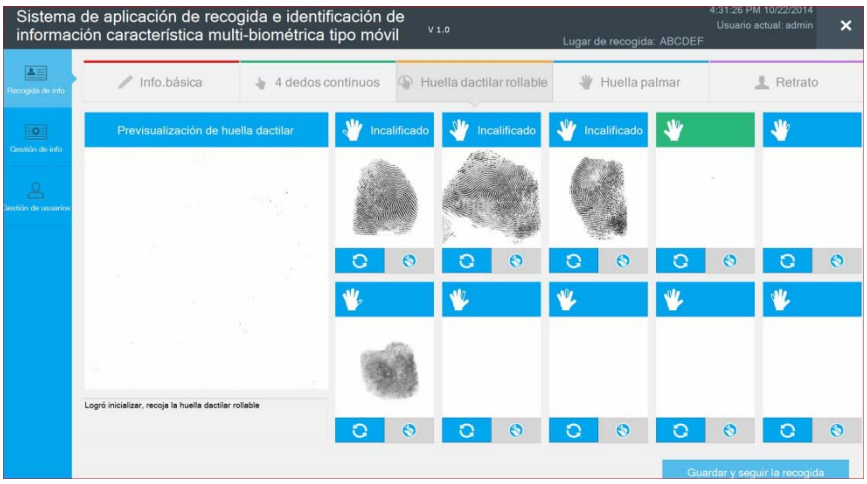

Figure5.3.7.1
8.In the figure 5.3.7.1, the lack of finger icon is unavailable with gray, it is because this finger of four joint fingers collection has been done. In rolling finger-print, it can't allow to set as a lack of finger. If in four joint fingers, it is to set one of four finger position as a lack of finger; when it is shift to rolling finger-print collection page, the corresponding finger position will be automatically set as a lack of finger.